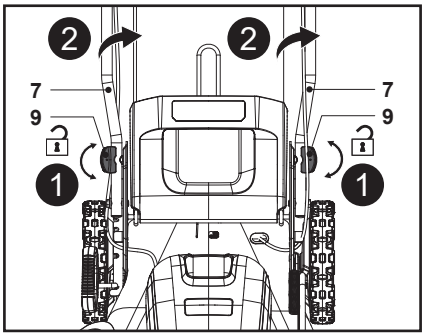

Rys. 10
2. Poluzować obie blokady uchwytu (9), obracając je o 90° w lewo lub w prawo, a następnie odchylić zespół uchwytu (5, 7) (rys. 10).
3. Wyrównać jeden z pozostałych dwóch otworów montażowych dolnego uchwytu (7) z dwoma wspornikami uchwytu (10), a następnie obrócić pokrętło blokujące (9) z powrotem o 90°.
4. Odchylić uchwyt (5, 7), tak aby sworzeń automatycznego napinania (9a) przeszedł przez otwór montażowy we wsporniku uchwytu (10). Zespół uchwytu (5, 7) będzie zamocowany.